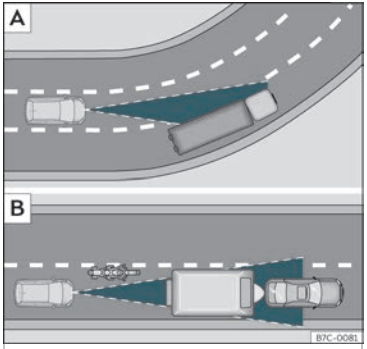

Fig. 221 A Vehículo nunha curva. B Motociclista circulando por diante fóra do radio de acción do sensor de radar.
Ao entrar ou saír dalgunhas curvas pode que o sensor de radar deixe de captar o vehículo que circula por diante ou que reaccione ante un vehículo no carril contiguo ››› **fig. 221** A. É posible que o vehículo free innecesariamente ou deixe de reaccionar ante o vehículo que vai diante. Neste caso, o condutor ten que intervir acelerando ou interromper a freada premendo o freo ou empuxando a terceira palanca á posición. CANCEL ››› **fig. 218** ③.
O sensor de radar só pode detectar vehículos estreitos ou vehículos que circulen desalineados cando estes entren no seu radio de alcance ››› **fig. 221** B. Nestes casos, free vostede mesmo se é necesario.